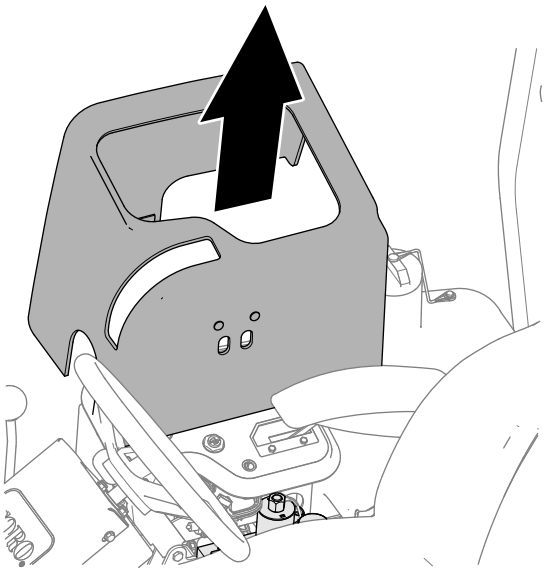

Figuur 89
3. Til de magnetisch gemonteerde kap van het bedieningspaneel (Figuur 89) op om bij het maaierverdeelstuk te kunnen komen.